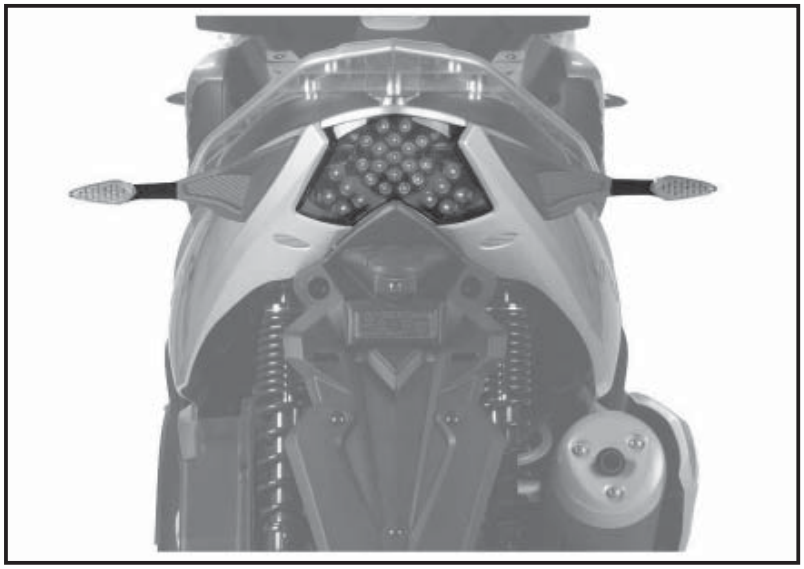

Fig. 02 QSI0070
6.16 GRUPPO OTTICO POSTERIORE (Fig. 02)